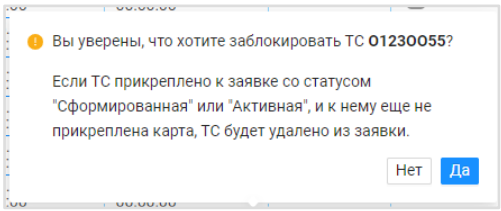

Рисунок 39 – Сообщение при блокировке ТС
- **Действия**. По строкам с действующими ТС в данном столбце отображается кнопка , которая предназначена для блокировки ТС по Договору на вывоз снега. Для блокировки ТС по Договору, необходимо по строке с нужным ГРЗ нажать кнопку . Далее, нажать кнопку «Да» в сообщении «Вы уверены, что хотите заблокировать ТС **{Номер ГРЗ}**?» (Рисунок 39 – Сообщение при блокировке ТС). После чего ТС будет заблокировано, кнопка примет вид , в поле «Дата окончания действия ТС» будет установлена текущая дата. Дата, с которой данное ТС будет недействительным по Договору на вывоз снега.